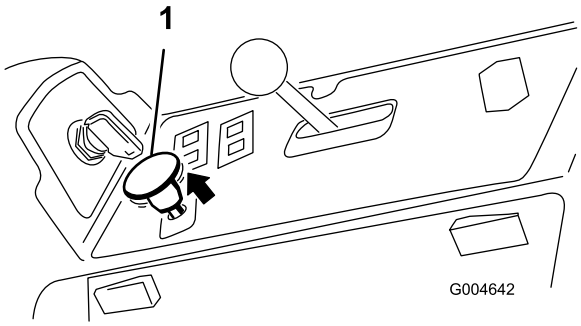

**Figur 19**
3. Træk kraftudtagskontakten op for at aktivere kraftudtaget (Figur 19).